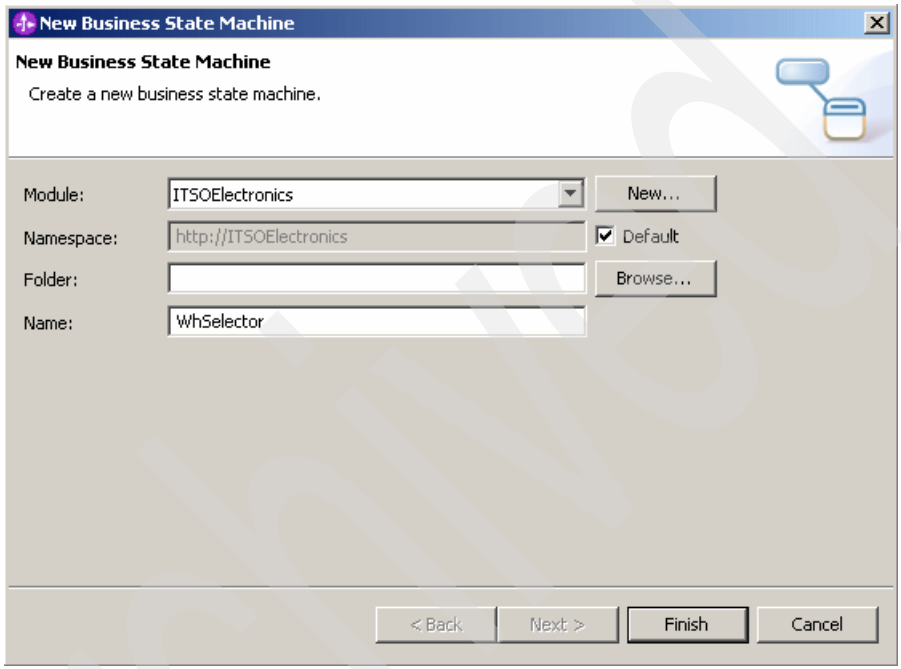

Figure 11-14 New Business State Machine window
2. In the New Business State Machine window (Figure 11-14), in the Name field, type `WhSelector`. Click **Finish**.